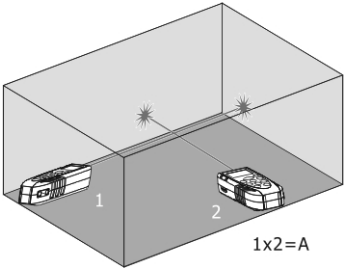

Fig. 5 : Exemple de mesure d'Aire
3. Appuyer sur la touche MEAS pour exécuter la première mesure (longueur) de la surface en question (voir Fig. 5). La valeur correspondante est insérée dans le premier écran partiel. Le symbole « » s'affiche à l'écran avec côté « 2 » clignotant.
4. Appuyer à nouveau sur la touche MEAS pour exécuter la deuxième mesure (largeur) de la surface en question (voir Fig. 5). La valeur correspondante est affichée au deuxième écran partiel, tandis que la valeur totale de l'aire (mise à jour) est reportée dans l'écran résultant.